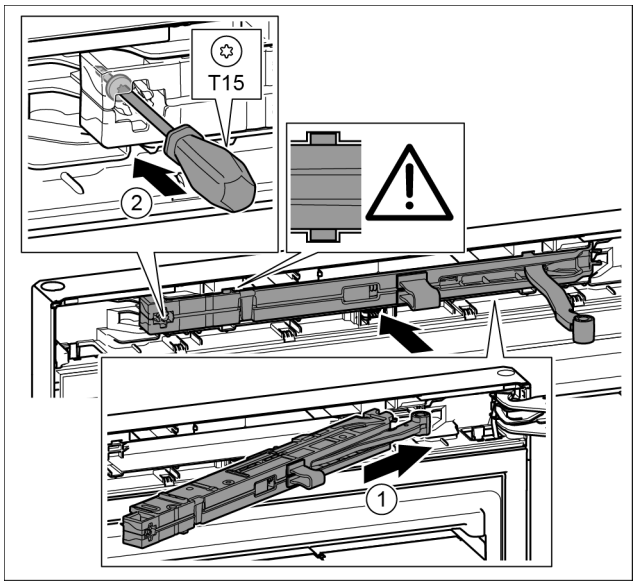

Fig. 21
- ▶ Introduzca la unidad de amortiguador de cierre en el lado del soporte de cojinete en posición inclinada en la escotadura hasta el tope. *Fig. 21 (1)*
- ▶ Apriete el tornillo con un destornillador T15. *Fig. 21 (2)*